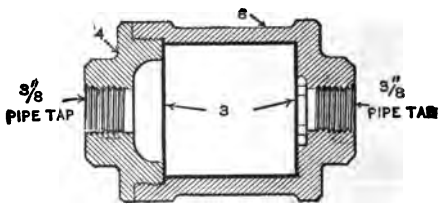

FIG. 96.—AIR STRAINER ON ENGINE.
Q. What is the object of the air strainer (Fig. 96).
A. Of the body 8 (Fig. 96), perforated brass discs 3, and the space between these perforated plates is filled with curled hair.
Q. Is any material other than curled hair ever used to fill in the space between the perforated plates 3 (Fig. 96)?